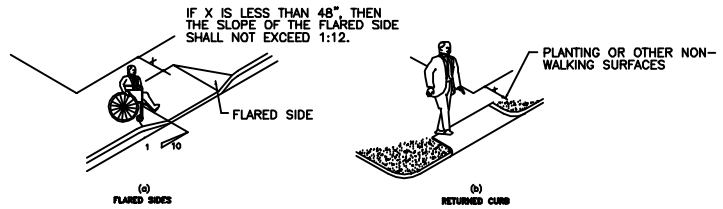

FIG. 12
4.7.5 SIDES OF CURB RAMPS. IF A CURB RAMP IS LOCATED WHERE PEDESTRIANS MUST WALK ACROSS THE RAMP, OR WHERE IT IS NOT PROTECTED BY HANDRAILS OR GUARDRAILS, THEN IT SHALL HAVE FLARED SIDES. THE MAXIMUM SLOPE OF THE FLARE SHALL BEE 1:10 (10%) (SEE FIG. 12(a)). CURB RAMPS WITH RETURNED CURBS MAY BE USED WHERE PEDESTRIANS WOULD NOT NORMALLY WALK ACROSS THE RAMP (SEE FIG. 12(b)).